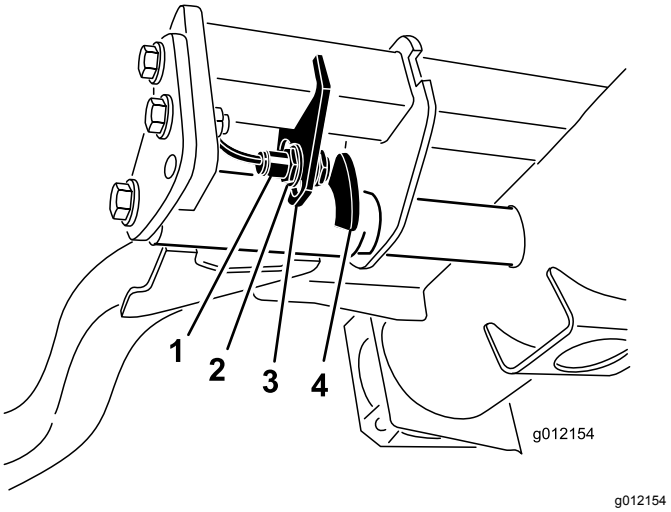

Figur 55
2. Løftearmsbryteren finnes under den hydrauliske tanken bak den fremre, høyre løftearmen (Figur 55).
3. Løsne bryterens festeskruer og flytt bryteren ned for å heve løftearmens vendehøyde, eller flytt bryteren opp for å senke løftearmens vendehøyde (Figur 55).